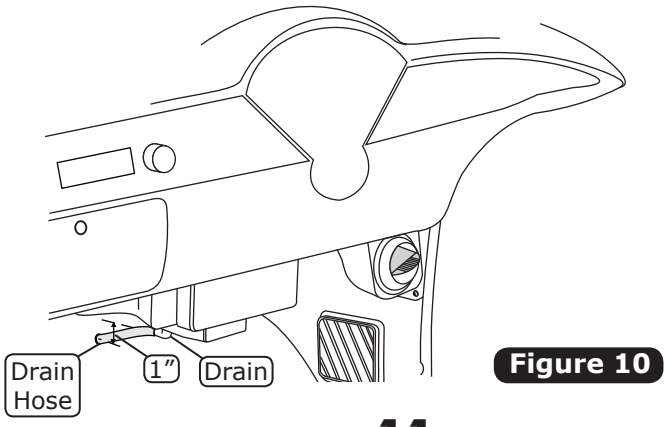
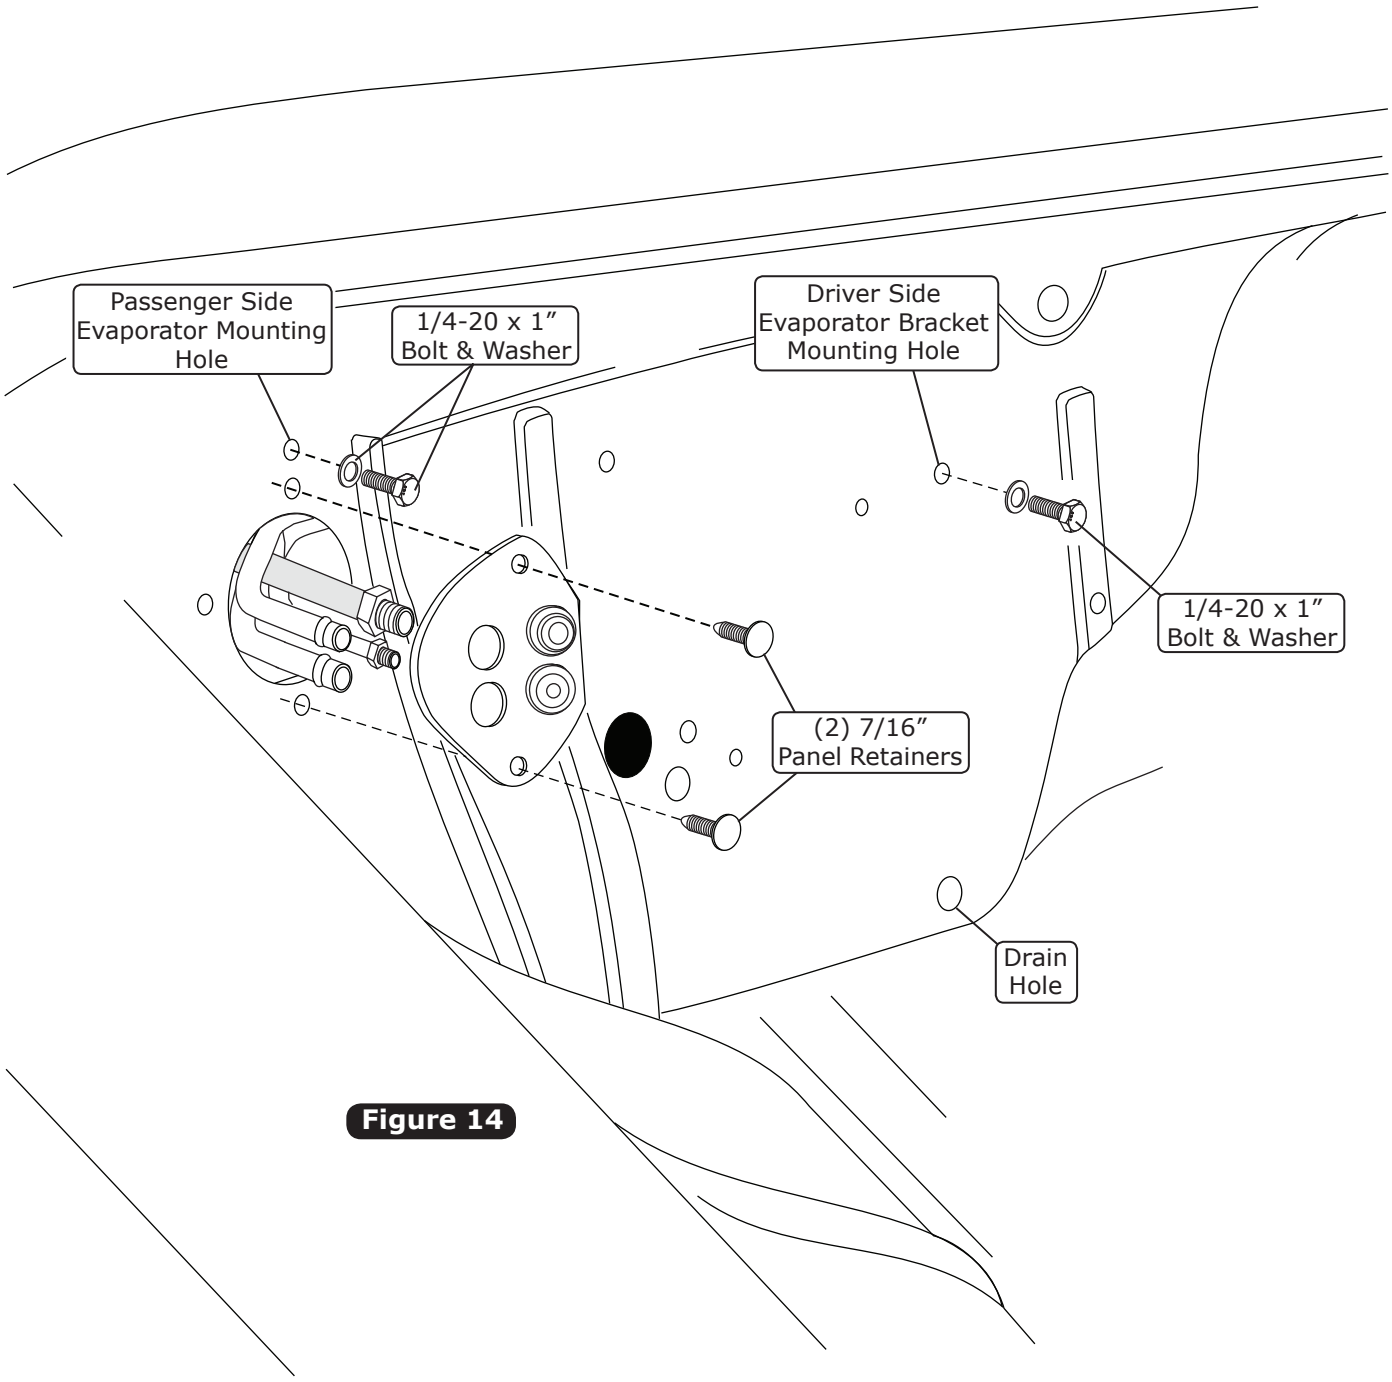

Figure 10
Figure 14
1. In line with the drain, lightly make a mark on the firewall. Measure 1” down and drill a 5/8” hole through the firewall (See Figure 10, below). **NOTE: See Figure 14, Page 15, for the rough location of the drain hole.**
2. Install the drain hose onto the bottom of the evaporator unit, and route through the firewall (See Figure 10, below, and Figure 14, Page 15).
6. Install the firewall cover (See Figure 14, Page 15).
1. Pass lines through the firewall cover and secure with (2) 7/16” panel retainers (See Figure 14, below).